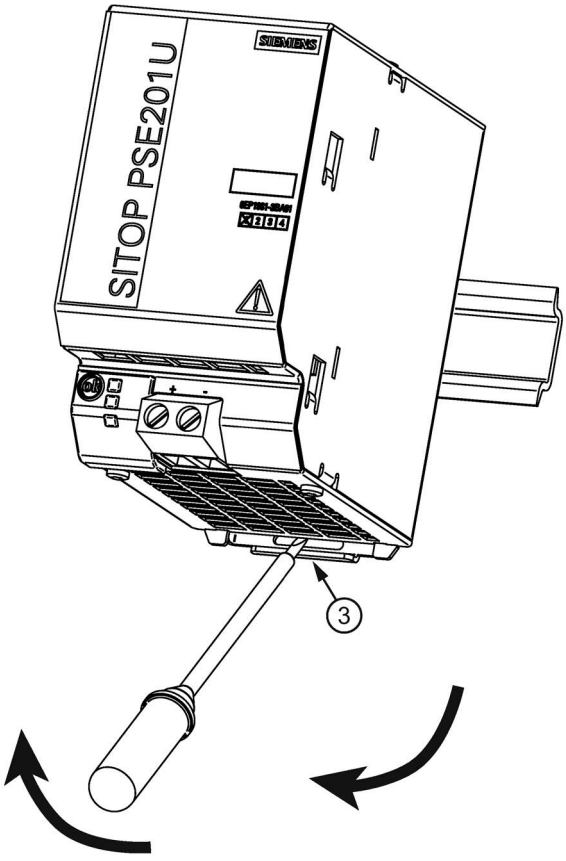

图 3-4 安装/拆卸
拆卸时利用螺丝刀拨开滑块 ③，将设备从凹顶导轨的下边缘松开（参见 图 3-4 安装/拆卸 (页 43)）。接着可以将设备从凹顶导轨的上边缘取下。